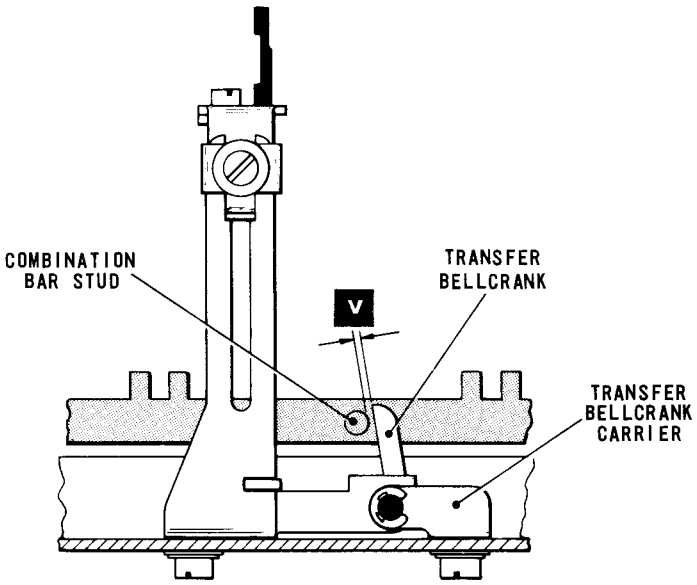

Fig. 4.17 PUSH ROD LIFT
22.1 With the keyboard in the reset position, check that the clearance between the operating faces of the transfer bellcranks, Fig.4.17, and each of the studs on the combination bars is not more than .005 in. (dimension 'v').